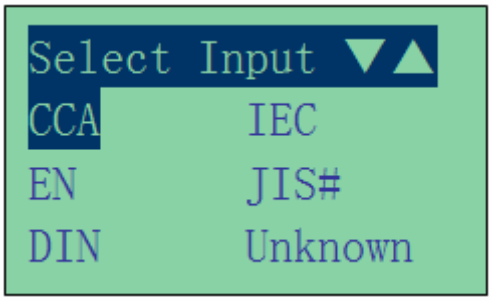

Figure 8
4. If there is no surface voltage, then it will straight away enter into "Select Input" menu screen as shown in Fig. 8